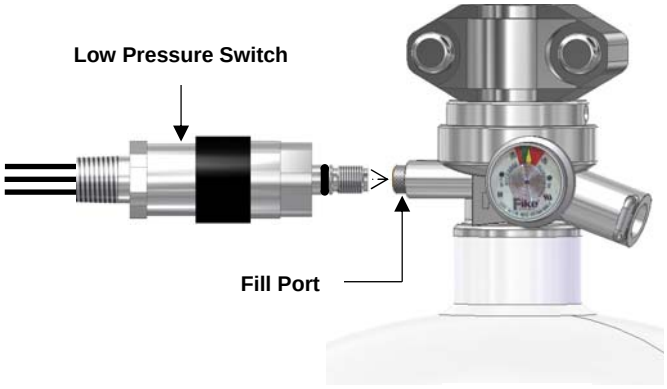

FIGURE 1
Step 2: Remove and retain Plug from Fill Port. (See Figure 1)